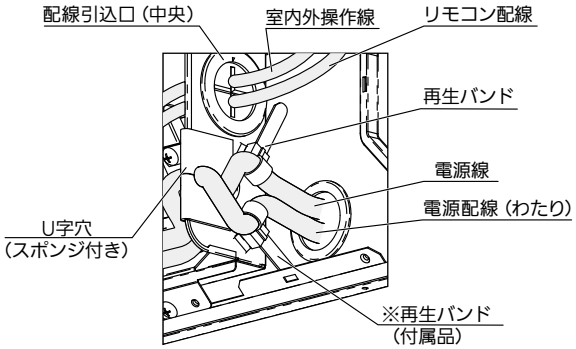

図29
- 電源線は、電装ボックス側面にある再生バンドでしっかりと固定してください。（図29）